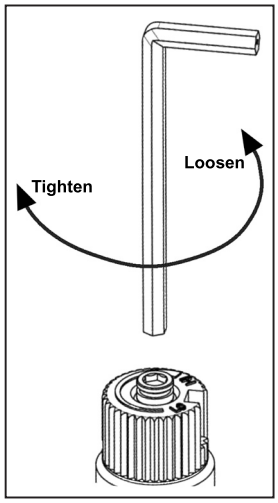

Figure 15: Removing valve screw.
f) Using the Allen wrench as shown in Figure 15, rotate the screw clockwise until a torque of 9 inch lbs. **WARNING!** Do not over tighten the screw. It is recommended that you grip the wrench by the short side.
c) Insert a $^{5}/_{32}$" or 4 mm Allen wrench into the hexagonal key-way of the screw (see Figure 15), rotate it counter-clockwise until it is free and extract it.